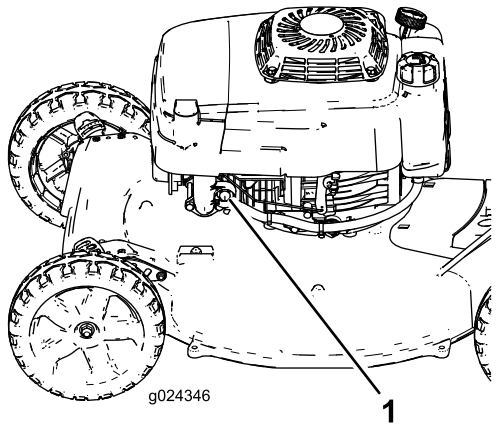

Figur 15
2. Snapsa genom att trycka in knappen ordentligt (Figur 15) och håll in snapspumpskulan i en sekund.